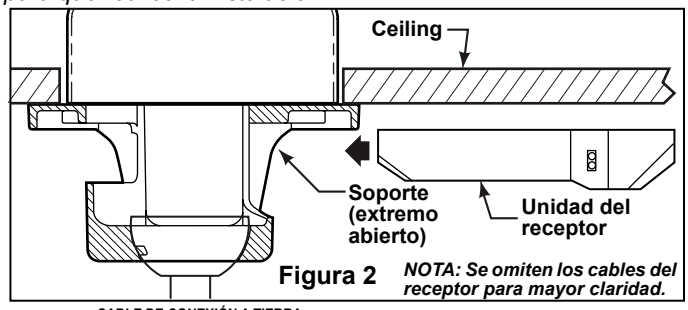

Figura 2 ***NOTA: Se omiten los cables del receptor para mayor claridad.***
- Deslice el receptor remoto en el soporte de suspensión (Figura 2).